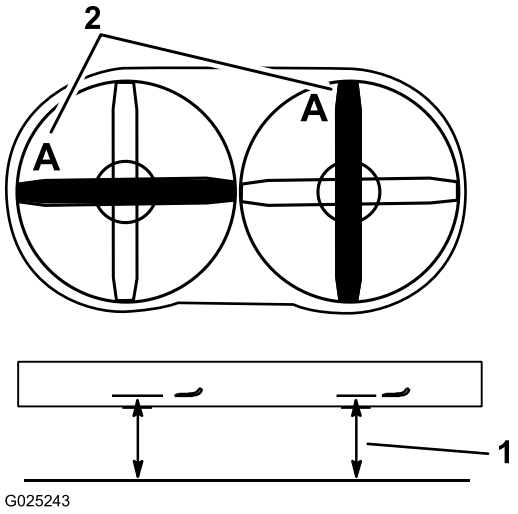

Bild 71
3. Drehen Sie jedes Messer, wie in Bild 71 abgebildet.
4. Messen Sie von einer ebenen Fläche bis zur Schnittkante in Stellung **A** des Messers (Bild 71). Notieren Sie diesen Wert.